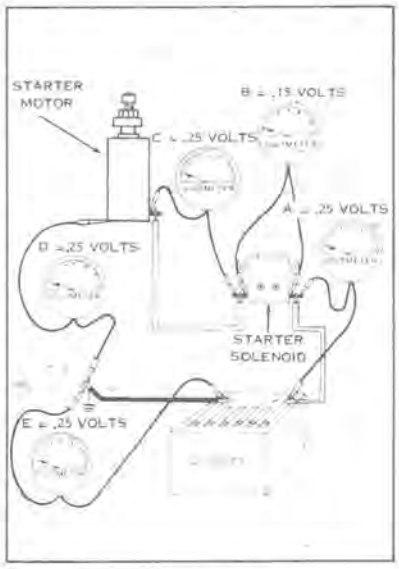

Figure 7-36
a. By making a systematic check from the positive battery terminal, through the starting circuit and back to the negative battery terminal, any component or electrical connection having excessive resistance, thus causing high voltage drop and subsequent hard starting, can be pinpointed (see Figure 7-36).